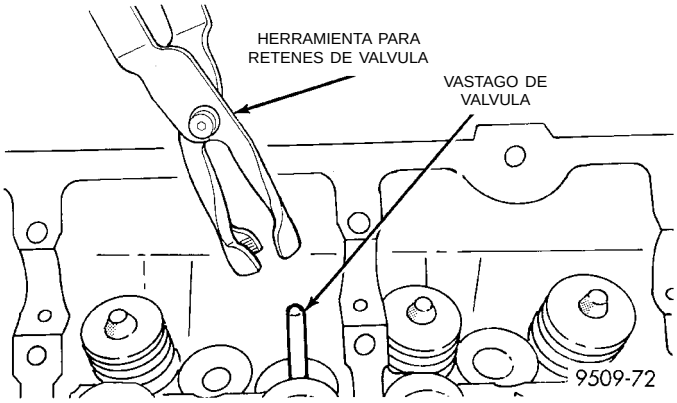

Fig. 94 Herramienta para retén de aceite del vástago de válvula
(1) Recubra los vástagos de válvula con aceite de motor limpio e insértelos en la culata de cilindros.
(2) Instale los retenes de vástago de válvula nuevos sobre todas las válvulas, utilizando la herramienta pertinente (Fig. 94). Los retenes de vástagos